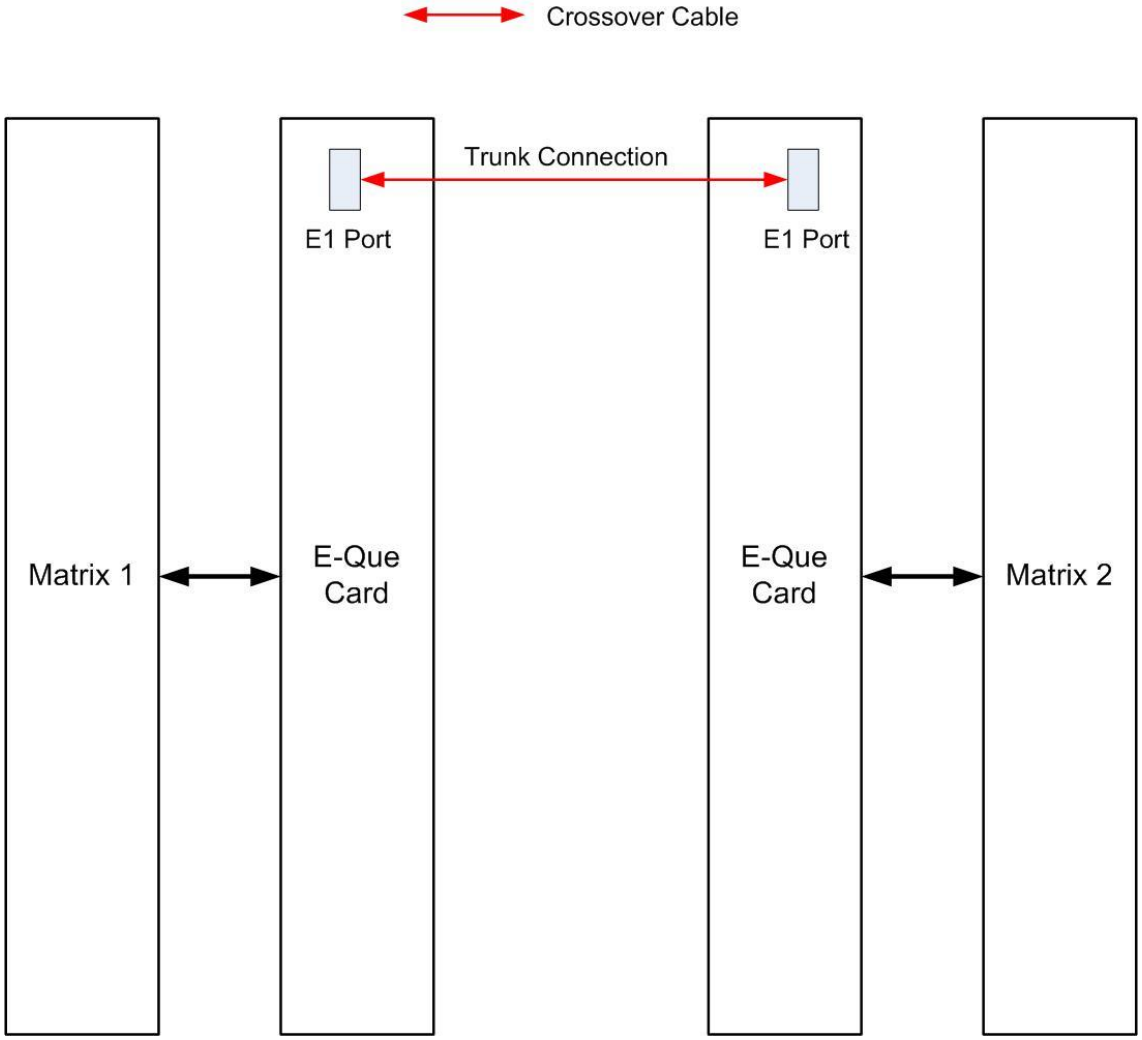

**Figure 8-6: Matrix to Matrix direct E1 Trunking**
**Figure 8-6: Matrix to Matrix direct E1 Trunking** shows E1 trunking using a direct connection between the matrices using a CAT5 crossover cable. The E-QUE interface should be set to **E1 Direct** in EHX hardware setup.